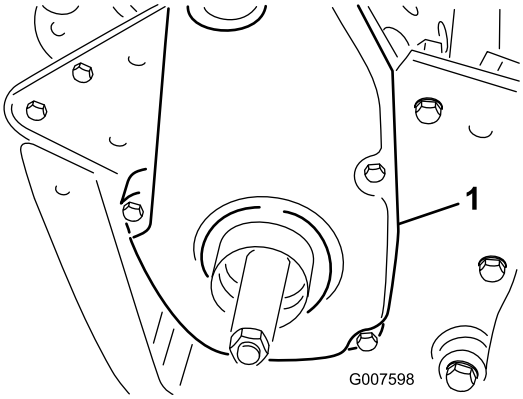

Rysunek 37
1. Usuń elementy mocujące pokrywę paska oraz pokrywę paska w celu jego odsłonięcia (Rysunek 37).